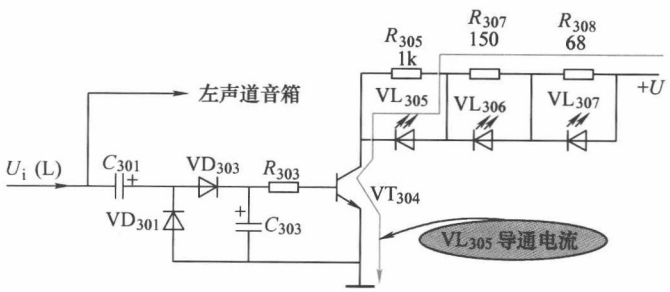

图 1-22 VL_{305} 导通电流回路示意图
(1) 没有 U_i (L) 信号时 VT_{304} 基极电压为 0V，VT_{304} 截止，R_{305}、R_{307} 和 R_{308} 上无压降，3 只 LED 处于截止状态而不发光。
(2) U_i (L) 信号从零增大时 VT_{304} 基极有较小的电压，便有集电极电流流过 R_{305}、R_{307} 和 R_{308}。由于 R_{305} 的阻值最大（1kΩ），在 R_{305} 上电压最高，当 R_{305} 上的电压降大于 VL_{305} 的开启电压时，VL_{305} 导通、发光。图 1-22 所示是这一电流回路示意图。